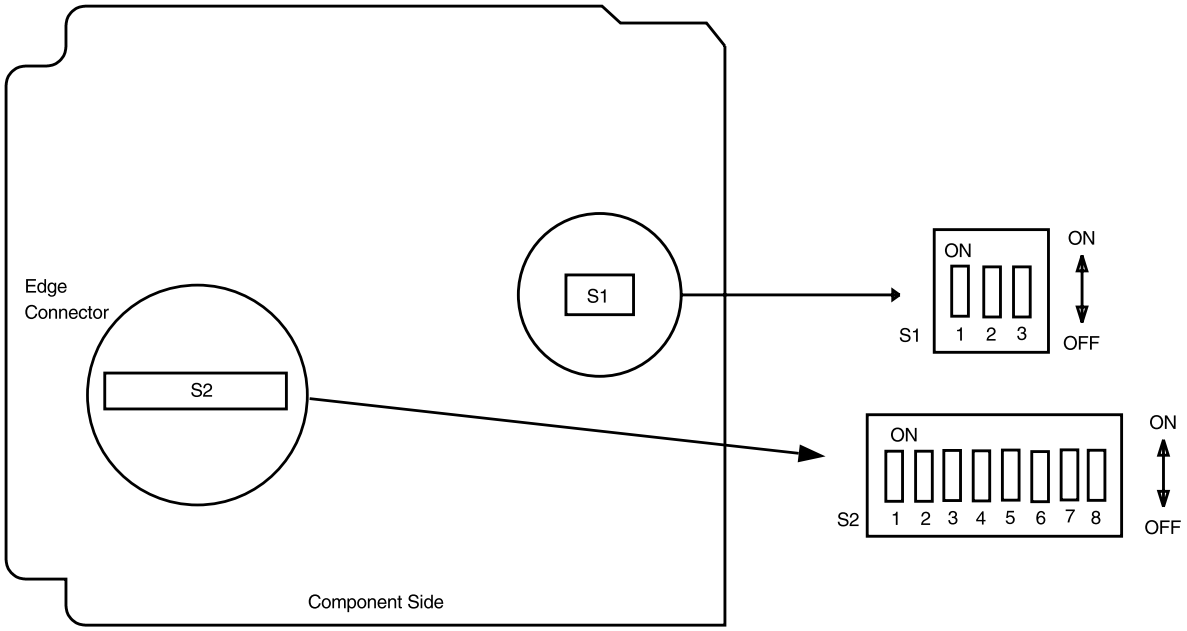

Figure 1. SYSCTL Option Settings
3. Set all **SYSCTL** switch **S1**sections **S1-1**, **S1-2**, and **S1-3** to **OFF** to set the product (shelf) type. See Figure 1.